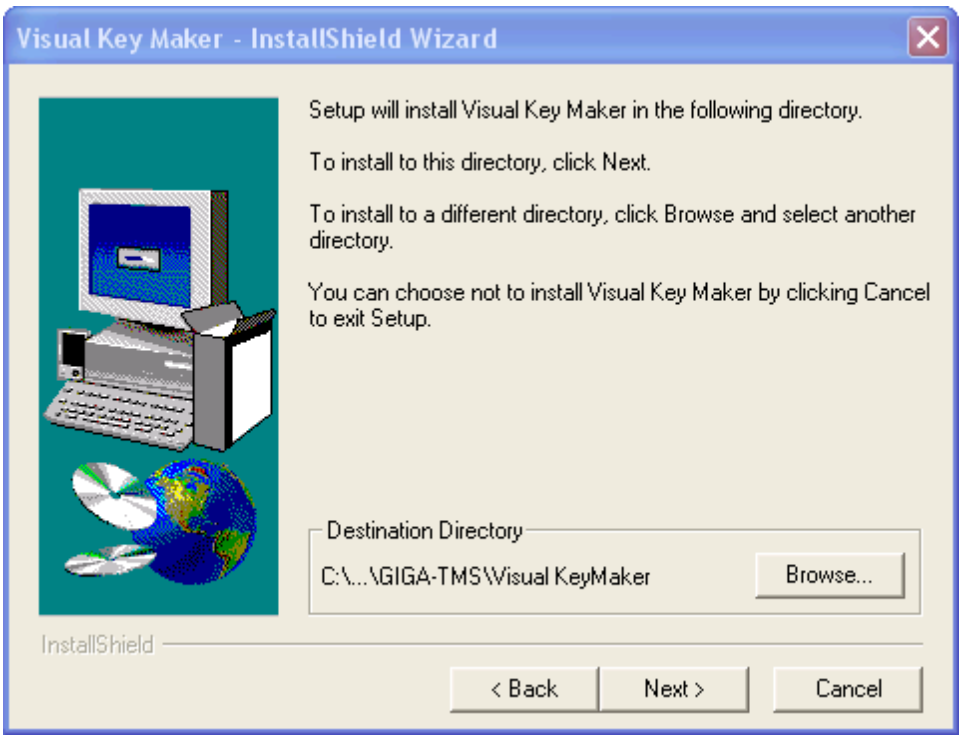

Figure 8.9-6. «Visual KeyMaker» installation directory
6. Set the directory of program installation «Visual KeyMaker» (Figure 8.9-6). To change the directory, given on default, click «Browse». In the opened dialog window «Choose Directory» select the required folder and then click «OK».
7. Click «Next» to continue, click «Cancel» to cancel installation (Figure 8.9-6).